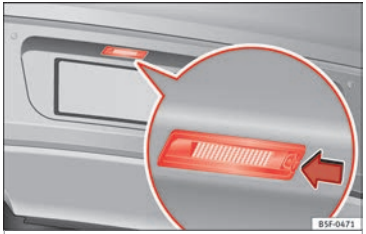

Fig. 112 In the rear bumper: number plate light.
1. Press the number plate light in the direction of the arrow ››› **Fig. 112**.